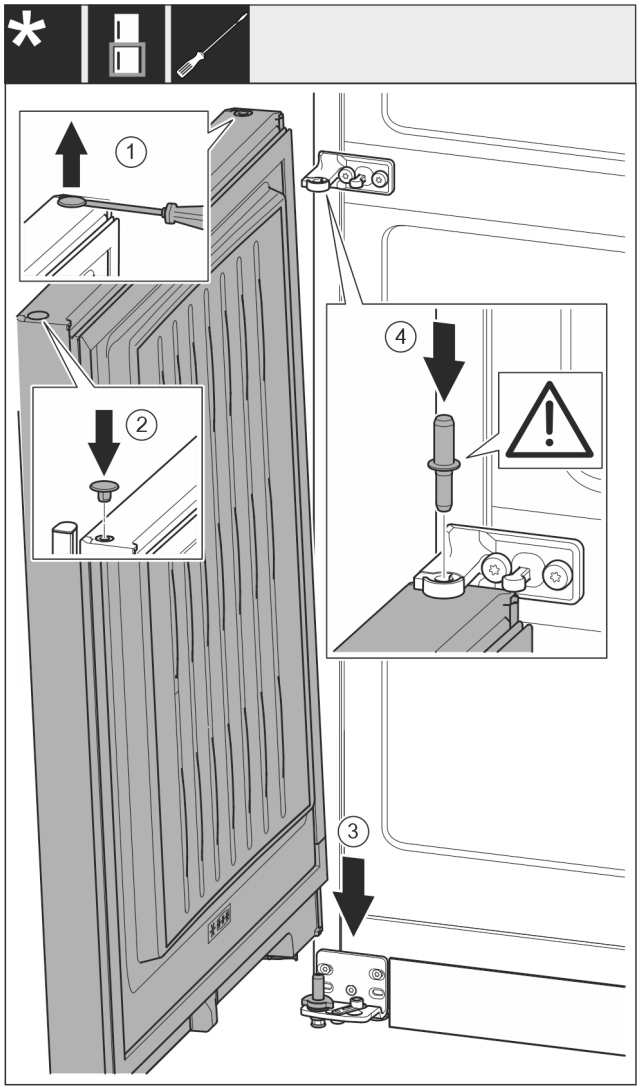

Fig. 24
- ▶ Ridicați cu precauție dopul *Fig. 24 (1)* cu o șurubelniță plată și extrageți-l.
- ▶ Introduceți dopul *Fig. 24 (2)* pe partea opusă a ușii.
- ▶ Așezați ușa *Fig. 24 (3)* de sus pe bolțul inferior de lagăr.
- ▶ Introduceți bolțul central de lagăr *Fig. 24 (4)* prin mijlocul suportului de lagăr în ușa inferioară. Aveți grijă aici ca respectiva camă de fixare să fie îndreptată către înapoi.